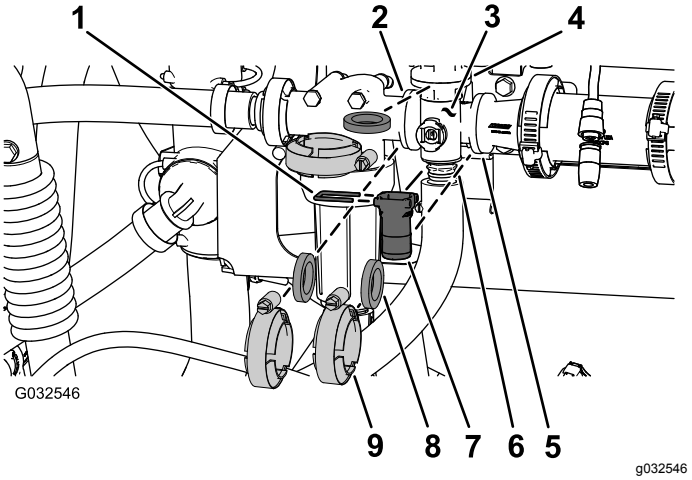

図 97
1. 図 97のように、攪拌バルブののマニホルドを攪拌バイパスバルブ、圧力フィルタヘッド、縮径カップリング、アダプタフィッティング攪拌スロットルバルブに固定しているクランプとガスケットとクイックコネクトピンを外す。